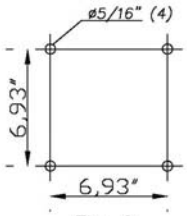

Fig. 2
- Confirm that the ceiling will support the weight of the hood. Drill 4 holes in the ceiling using a 5/6” bit and insert the plugs (Fig. 2).